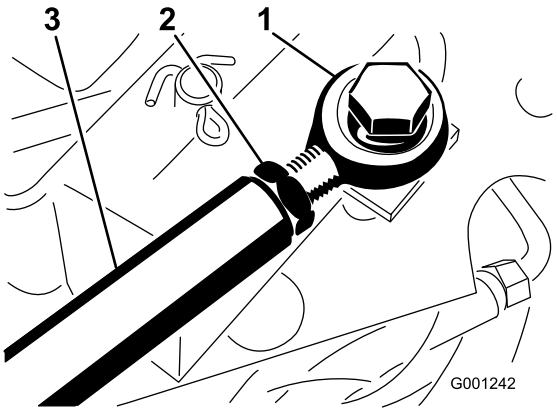

Figur 82
Hvis det er nødvendig med ytterligere justering, kan du justere trekkstaget (Figur 82) på følgende måte:
2. Løsne låsemutteren som fester stagets ende til trekkfunksjonsstaget (Figur 82).
4. Stram låsemutteren (Figur 82) og fest stagets ende til trekkpedalen med bolten og mutteren som ble fjernet for å låse vinkelen på pedalen.